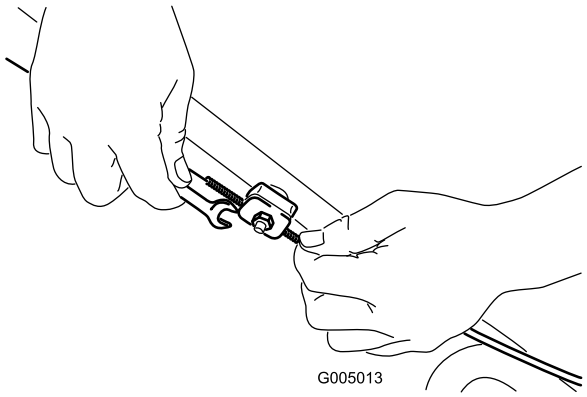

Figura 30
1. Allentate il dado del supporto cavo (Figura 30).